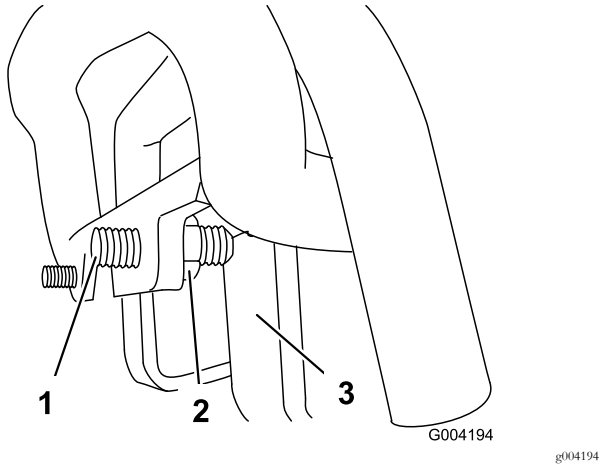

Rysunek 58
3. Jeżeli maszyna skręca **w lewo**, poluzuj **prawą** przeciwnakrętkę i skoryguj położenie śruby regulacyjnej z przodu dźwigni sterującej zespołem jezdnym (Rysunek 58).
4. Jeżeli maszyna skręca **w prawo**, poluzuj **prawą** przeciwnakrętkę i skoryguj położenie śruby regulacyjnej z przodu dźwigni sterującej zespołem jezdnym (Rysunek 58).